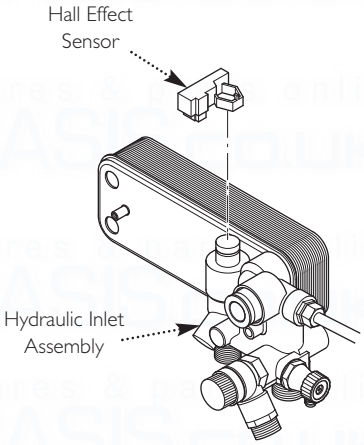

Fig. 59
13.14 Hall Effect Sensor (Fig. 59)